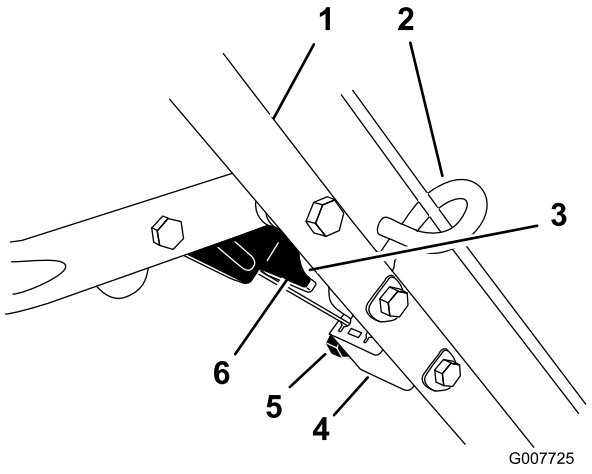

Bild 29
4. Lockern Sie die Mutter an der Kabelhalterung (Bild 29).